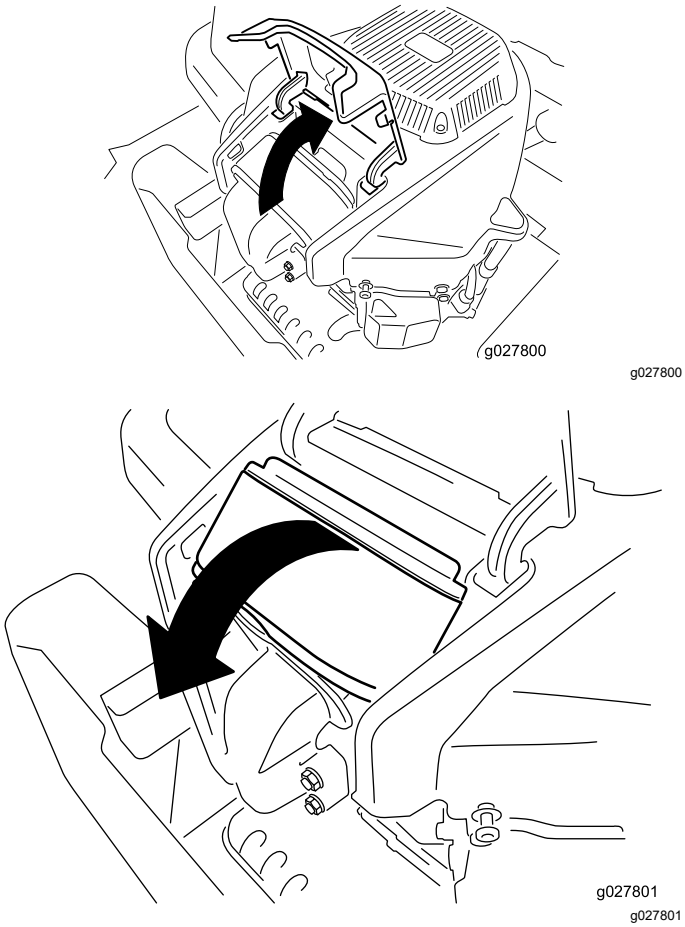

Figur 38
4. Løft dekselet og vri luftrenseren ut av motoren (Figur 38).